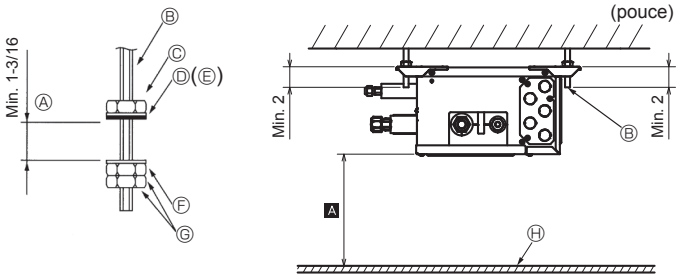

Fig. 6-1
(2) Fixez les rondelles (①, ②) et les écrous (à acheter localement) sur les boulons de suspension. (Fig. 6-1)
(3) Accrochez l'appareil sur les boulons de suspension.
(4) Serrez correctement les écrous (vérifier la hauteur de plafond).
(5) Utilisez un niveau pour ajuster le boîtier de dérivation à l'horizontale.